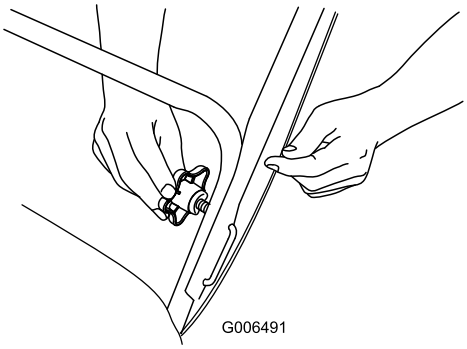

Figur 4
1. U-formet håndtagslås (2) 2. Håndtagsknapper
2. Isæt enden af det U-formede håndtag ind i det åbne hul i håndtaget, og stram håndtagsknapperne til, indtil de er strammet til (Figur 4).